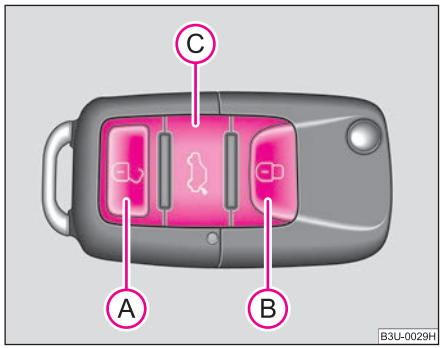

Fig. 28 Key: Assignment of buttons
– Press button (A) ⇒ fig. 28 for about 1 second. ▶